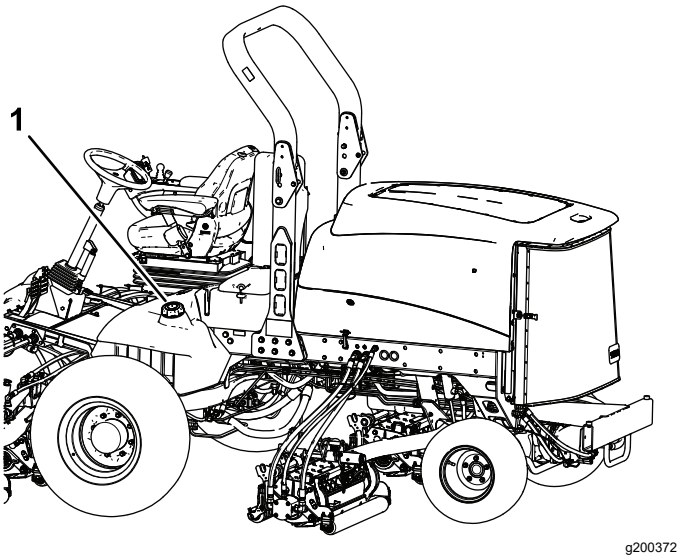

**Figur 34**
3. Ta lokket av drivstofftanken (Figur 34).